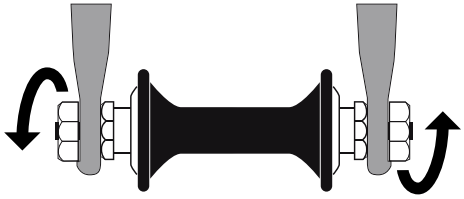

figure 11
3. Hex nuts or hex key bolts which are threaded on to or into the hub axle (figure11):